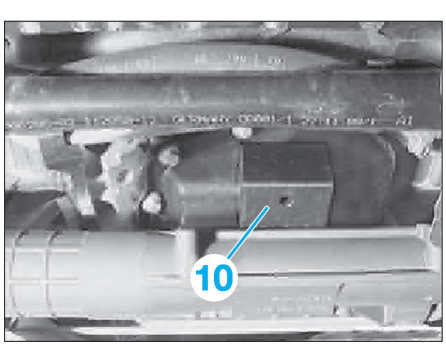

Fig. 10
• Abaisser le moteur vers l'arrière et le bloquer avec une cale appropriée (10) entre le carter d'huile et la direction ou avec un cric d'atelier **(Fig.10)**.